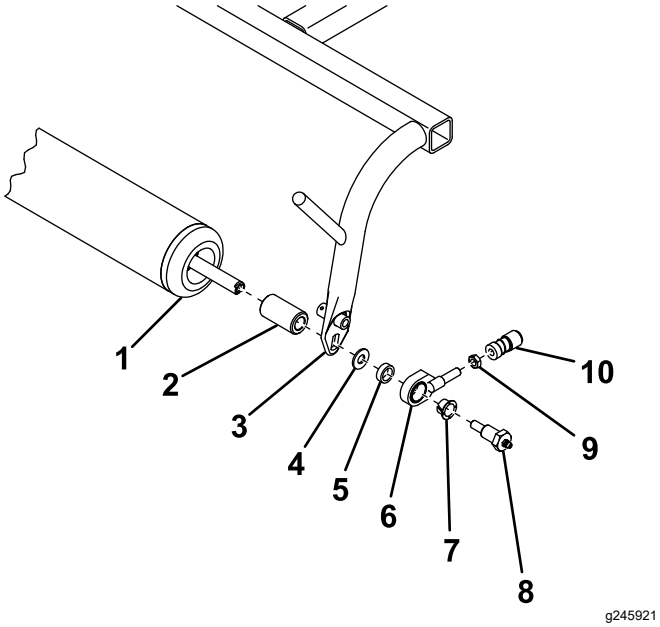

Figura 4
6. Introduzca un espaciador de bastidor sobre cada extremo del rodillo (Figura 4).
7. Fije el rodillo en el bastidor de tiro, tal y como se muestra en la Figura 4.
8. Enrosque una contratuerca y el alojamiento de articulación esférica que retiró anteriormente en el conjunto de biela de tiro (Figura 4). No apriete todavía la contratuerca.